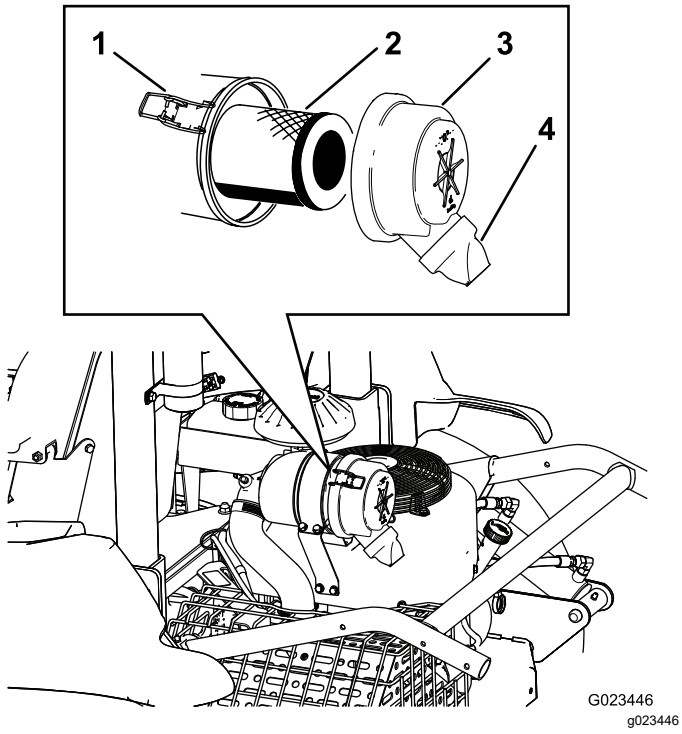

Figure 45
2. Release the latches securing the air-cleaner cover to the air-cleaner body (Figure 45).